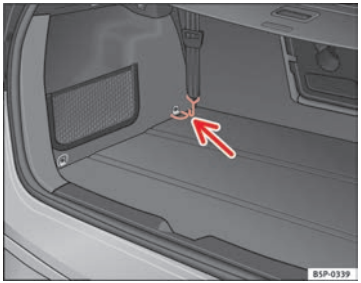

Abb. 128 Verzurrösen zum Spannen des Gepäckraumnetzes
– Hängen Sie die Bänder zum Spannen des Netzes in den vorderen Verzurrösen ein ⇒Abb. 128. ■